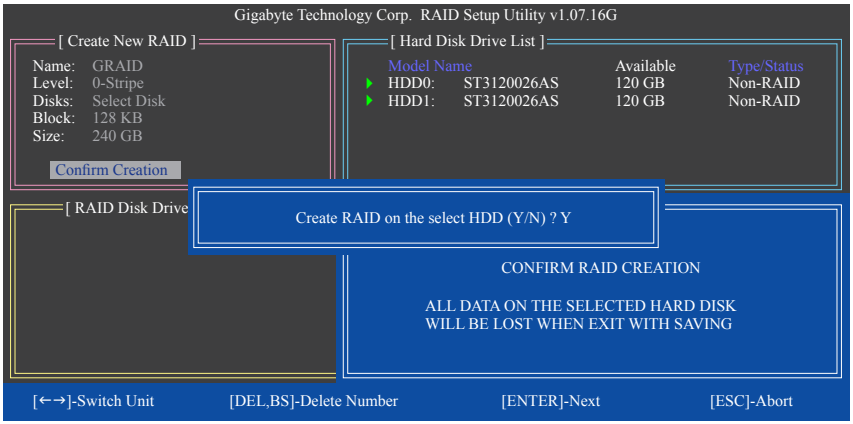

図 7
6. **作成を確認:** 上の項目をすべて構成すると、選択バーは **Confirm Creation** 項目に自動的にジャンプします。<Enter> を押します。選択を確認するように求めるメッセージが表示されたら (図 7)、<Y> を押して確認するか <N> を押して中断します。